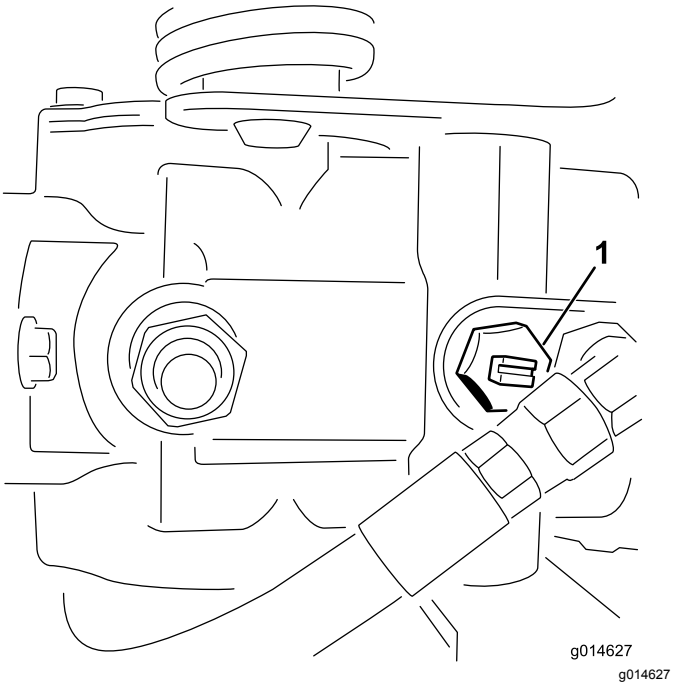

Figur 38
1. Lokalisera överströmningsventilen på pumpen och vrid den så att skåran är lodrät (Figur 38).
2. Stäng överströmningsventilen genom att vrida den så att skåran är vågrät (Figur 38) innan du startar motorn. Starta inte motorn när ventilen är öppen.